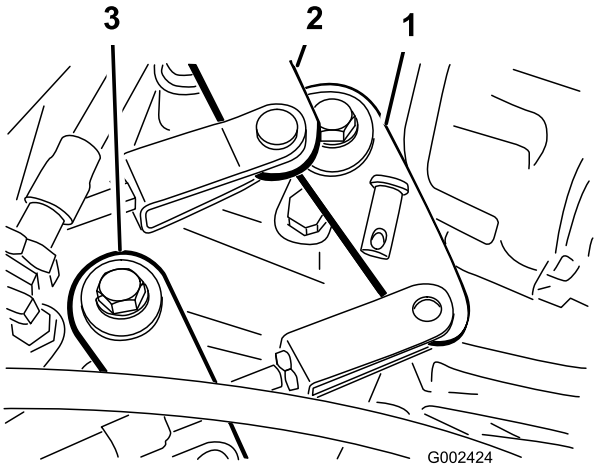

Figur 51
2. Ta loss de sprintbultar som håller växelvajrarna vid växellådans växlingsarmar (Figur 51).
1. Ta loss den sprintbult som håller hög-/lågväxelvajern vid växellådan (Figur 51).